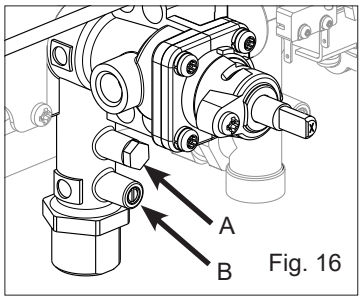

Fig. 16
- Enlever le bouchon de protection (fig. 16 - part. A)
N.B.: On rappelle que pour le fonctionnement avec GPL il est nécessaire de prévoir un régulateur de pression à l'alimentation de l'appareil, réglé à la pression de 30 mbar pour le fonctionnement à gaz Butane et 37 mbar pour le fonctionnement à gaz Propane. Les valeurs indiquées ci-dessus doivent être mesurées avec un manomètre dont la prise est raccordée à la prise de pression identifiable à l'entrée de l'appareil (fig. 16 - part. B).